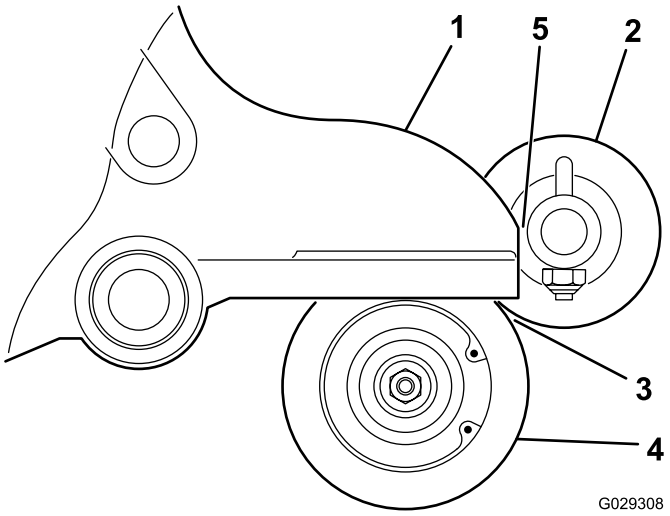

Figur 14
16. Placer rullebørsten, så den lige rører ved bagrullen (Figur 14).